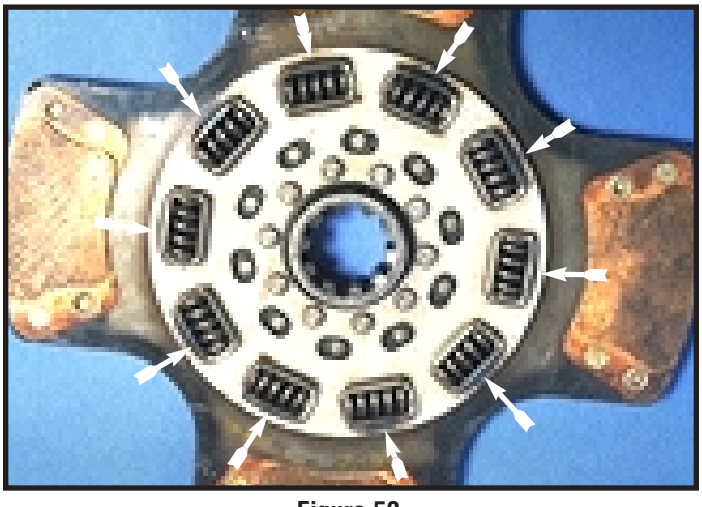

Figure 52
4.) Installation of the wrong clutch. Figure 52 (see arrows) shows the points of interference that resulted when a 10-spring driven disc was installed where an 8-spring was previously being run. In other words, the recessed area of the flywheel (mounting bolt cavity) was too small for the 10-spring driven disc. Before you mount the new clutch, consult the Eaton Installation Instructions (packaged with each Eaton Fuller Clutch) concerning "potential damper interference". A driver complaint, resulting from the above failure, can be: